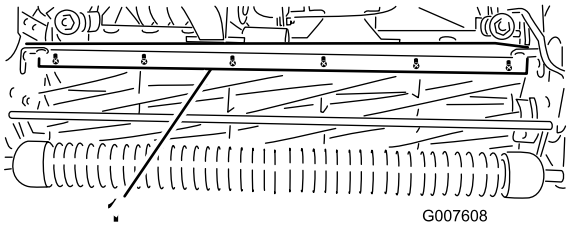

Figur 56
1. Lossa de skruvar som håller fast den övre stången (Figur 56) på klippenheten.